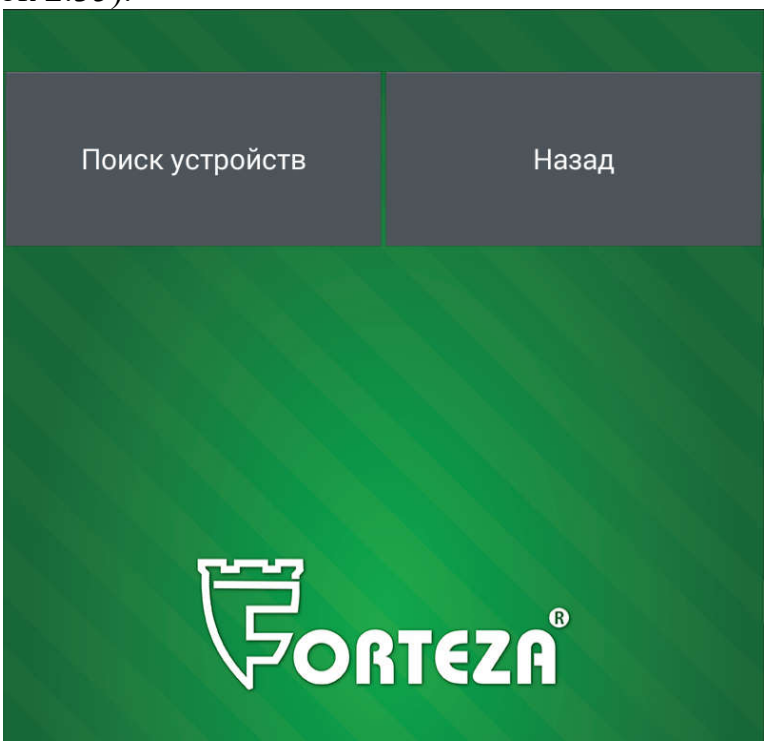

Рисунок 2.35
2.3.7.5.3 Выбрать тип подключения «Bluetooth» (рисунок 2.27). Bluetooth на Android устройстве автоматически включится и откроется окно программы (рисунок 2.35).